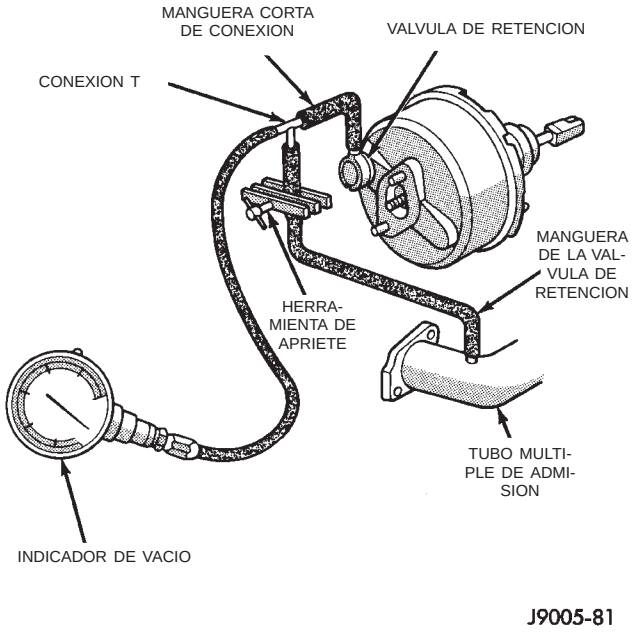

Fig. 7 Conexiones características de prueba de vacío del reforzador
(1) Conecte un indicador de vacío a la válvula de retención del reforzador con un tramo corto de manguera y una conexión T (Fig. 7).
(2) Arranque el motor y hágalo funcionar en ralentí de contén durante un minuto.
(3) Controle la fuente del vacío y si no se encuentra bien tiene que ser arreglada.
(4) Obture la manguera con una abrazadera entre la fuente del vacío y la válvula de retención.
(5) Detenga el motor y observe el indicador de vacío.
(6) Si el vacío cae más de 33 milibares (una pulgada de mercurio) dentro de 15 segundos, el diafragma del reforzador o la válvula de retención están defectuosos.